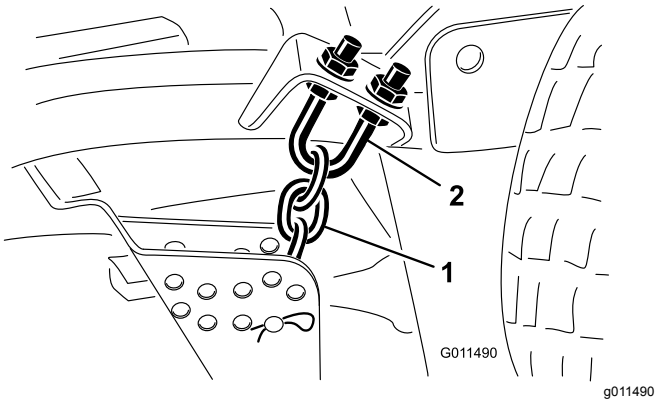

Figur 104
1. Løsne låsemutteren øverst eller nederst på klippehøydekjedets U-bolt (Figur 104).